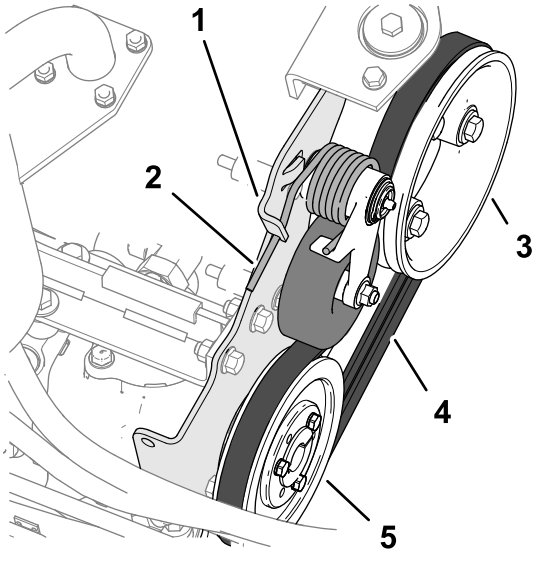

Rysunek 81
2. Naciśnij koniec sprężyny napinającej pasek w dół i wyjmij z wycięcia w wypuście mocowania pompy, a następnie przesuń koniec sprężyny do przodu (Rysunek 81).